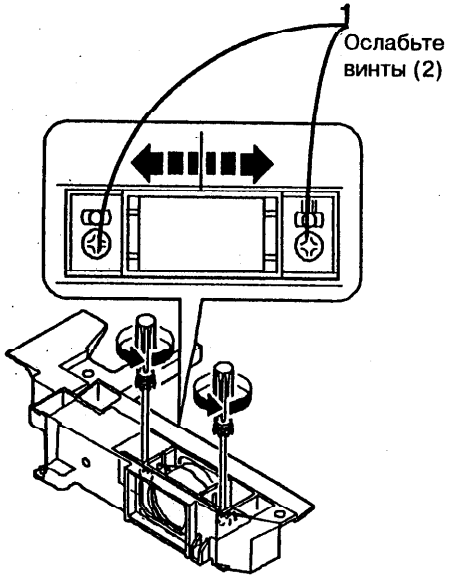

Рис. 2. Регулировка регистрации объектива
3. (Рис. 2): Ослабьте два винта на направляющей объектива.